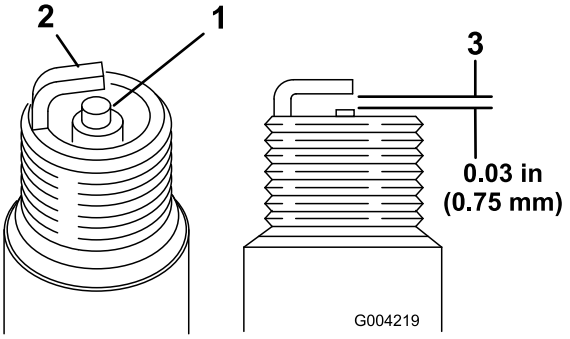

Figur 36
1. Titta mitt på båda tändstiften (Figur 36). Om isolatorn är ljust brun eller grå fungerar motorn korrekt. En svart beläggning på isolatorn betyder vanligen att luftrenaren är smutsig.
2. Kontrollera avståndet mellan mitt- och sidoelektroderna (Figur 36).
3. Böj sidoelektroden (Figur 36) om avståndet är felaktigt.